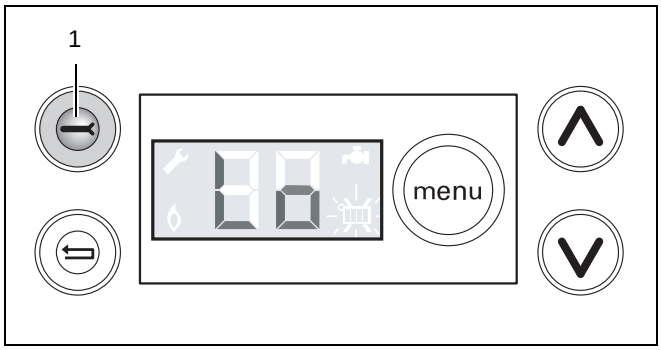

Рис. 32 DBA – режим Lo
- Переведите котёл в режим "Lo", для чего один раз нажмите сервисную кнопку ⊖ (→ рис. 32, [1]). См. меню 3: "Настройки" на стр. 25.